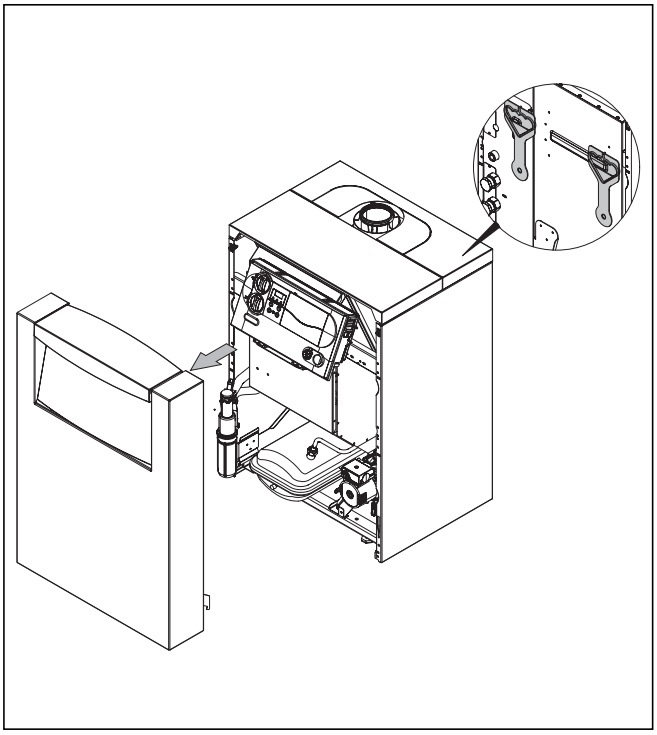

Rys. 4.1 Zdejmowanie przedniej pokrywy
- Zdjąć przednią pokrywę okładzinową, aby nie uszkodzić jej podczas transportu (patrz rys. 4.1).